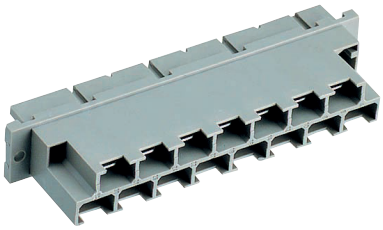

*Fig. 43*
– Mating H15 connectors with screw, solder, faston, or press-fit terminals, code key system and coding wedges HZZ00202-G; see fig. 43.